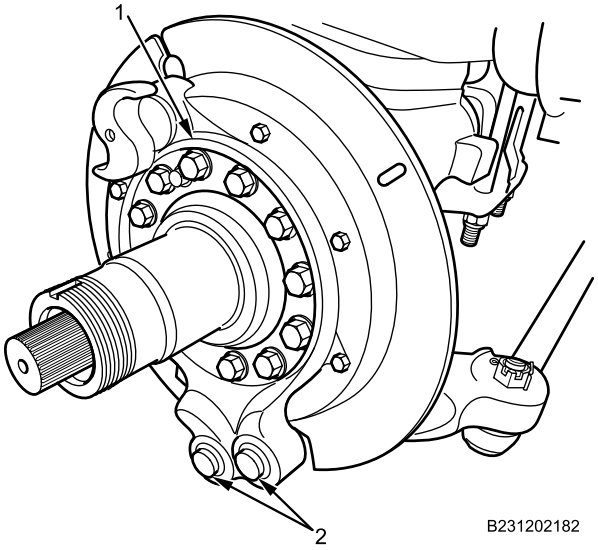

Figure 2. Anchor Pin.
4. Remove two anchor pins (Figure 2, Item 2) from spider assembly (Figure 2, Item 1).